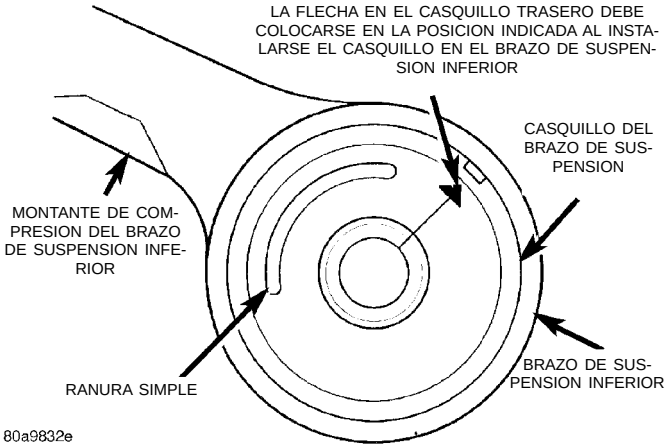

Fig. 78 Instalación correcta del casquillo en el brazo de suspensión inferior
(1) Instale el casquillo trasero en el brazo de suspensión inferior, siguiendo la dirección indicada en la (Fig. 78). **El casquillo trasero debe colocarse en**
el brazo de suspensión inferior con la ranura apuntando en dirección del montante de compresión del brazo de suspensión inferior, como muestra la (Fig. 78).